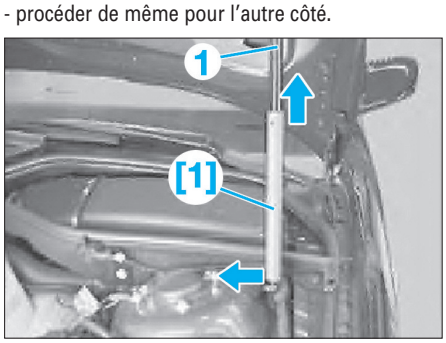

Fig. 18
- [1]. Appui pour bloquer le capot en position de montage (réf BMW : 51 2 170) **(Fig.18)**.
- monter l'outil [1] par dessus le corps (1) du vérin à gaz. Agrafer la rotule de l'outil sur le pivot sphérique **(Fig.18)**,